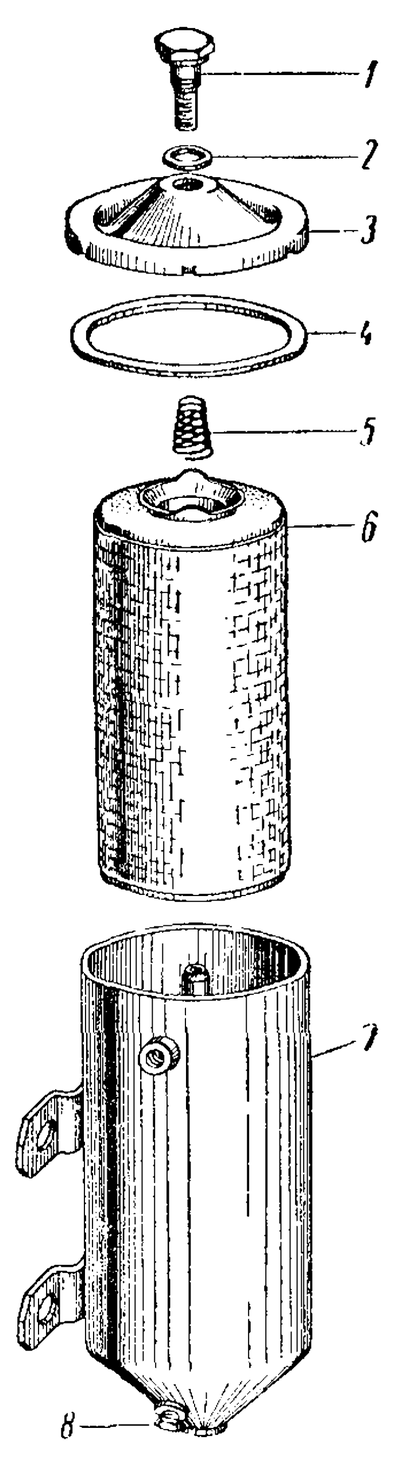

Рис. 42. Детали масляного фильтра тонкой очистки:
1) отвернуть сливную пробку *8* (рис. 42) на корпусе масляного фильтра и слить масло;